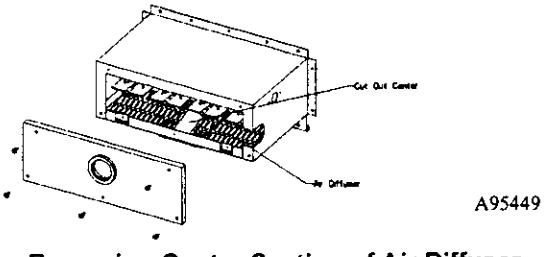

Fig. 20 – Removing Center Section of Air Diffuser
e. • Remove center solid portion of air diffuser. (See Fig. 20) Use tin snips to cut center portion of air diffuser. Do not overly distort air diffuser. The air diffuser is Tog-L-Locked to burner box.